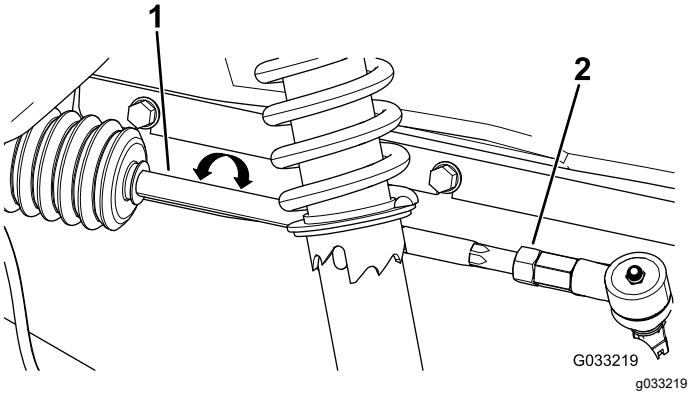

Figuur 58
2. Als deze afstand buiten het bereik van 0 tot 6 mm valt, moet u de contramoeren aan het uiteinde van de spoorstangen losdraaien (Figuur 58).